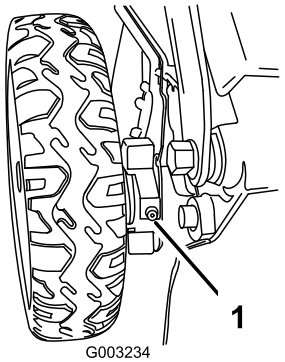

Figur 41
1. Aftør smøreniplerne lige inden for baghjulene med en ren klud (Figur 41).